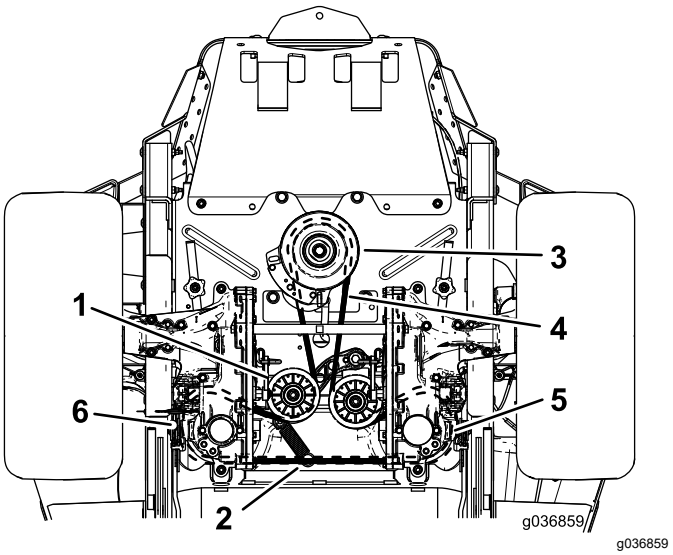

**Figur 65**
6. Fjern blindfjæren fra stolpen (Figur 65).
8. Monter den nye remmen rundt motorremskiven og de to hydraulikkpumperullene (Figur 65).